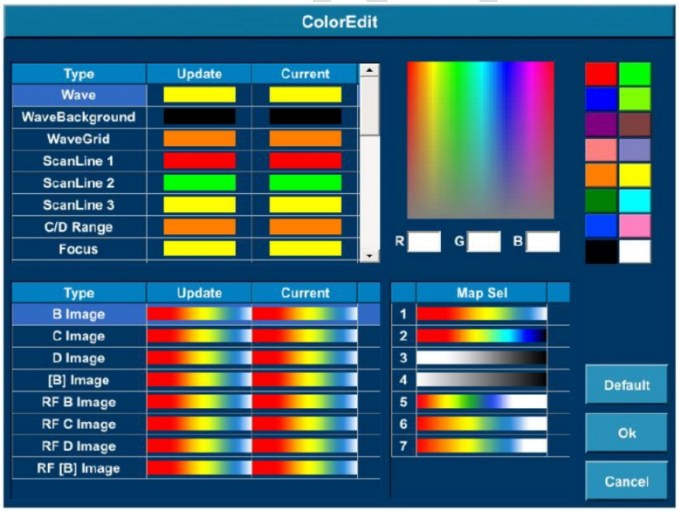

Figura 6-3 Edición de color
1) Seleccione Setup->Reference->Color Edit Para activar esta función, la pantalla se muestra en la figura 6-3.